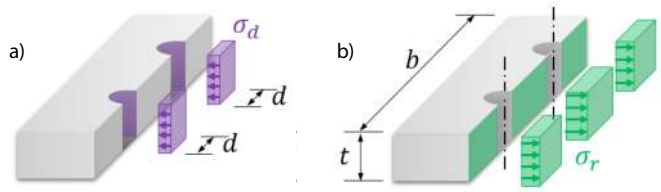

Rys. 4. Naprężenia normalne: a) docisk powierzchniowy trzpienia do blachy, b) rozciąganie blachy w osłabionym otworami przekroju
Rzeczywista powierzchnia docisku jest połową powierzchni bocznej walca, zaś naprężenia normalne mają rozkład nierównomierny. W obliczeniach inżynierskich przyjmuje się ich uśrednioną wielkość, rzutowaną na średnicę trzpienia/otworu *d* (rys. 4). Wówczas naprężenia można obliczyć ze wzoru (3):
Naprężenia w przekroju netto (rys. 4), osłabionym przez *n'* otworów, wyznacza się ze wzoru (4):